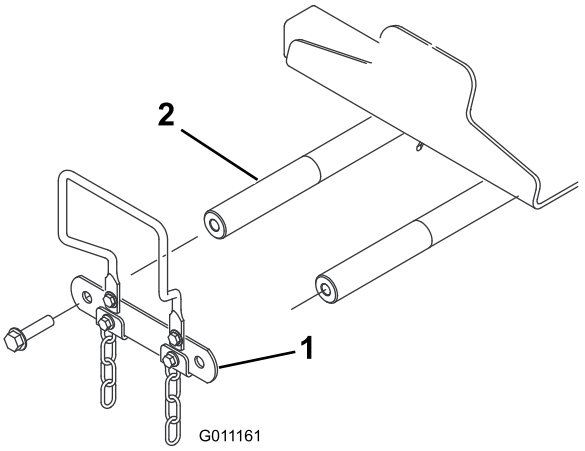

**Figur 13**
1. Fjern de to boltene som fester løftearmens svingakselledd til løftearmens svingaksler, og fjern og oppbevar løftearmens svingakselledd og bolter (Figur 13).